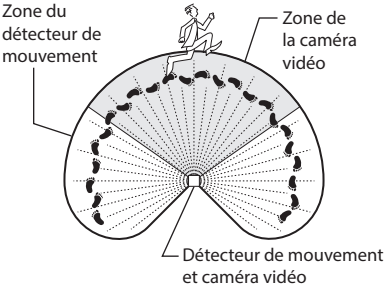

Figure 9
8. Si nécessaire, saisissez délicatement le détecteur de mouvement et déplacez-le d'un côté à l'autre ou de haut en bas de façon à le mettre dans la position la mieux adaptée à détecter des mouvements et visualiser la zone souhaitée avec la caméra vidéo (voir la Figure 9).